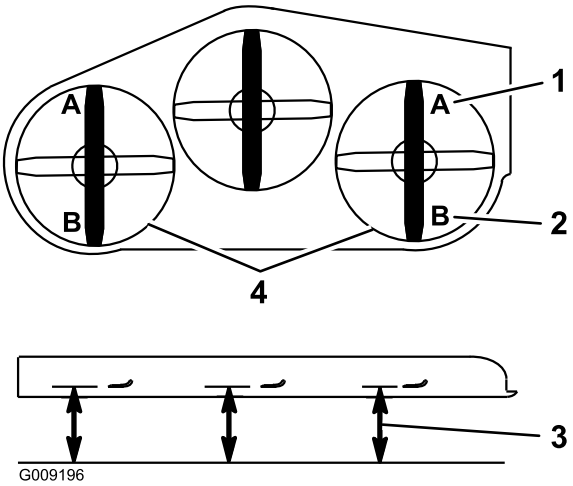

Figur 88
Obs: Avståndet ska vara 7,6 cm, se Figur 88.
15. Mät från den plana ytan till den bakre knivspetsen på däckets båda sidor (position B). Avståndet ska vara 8,3 cm, se Figur 88.